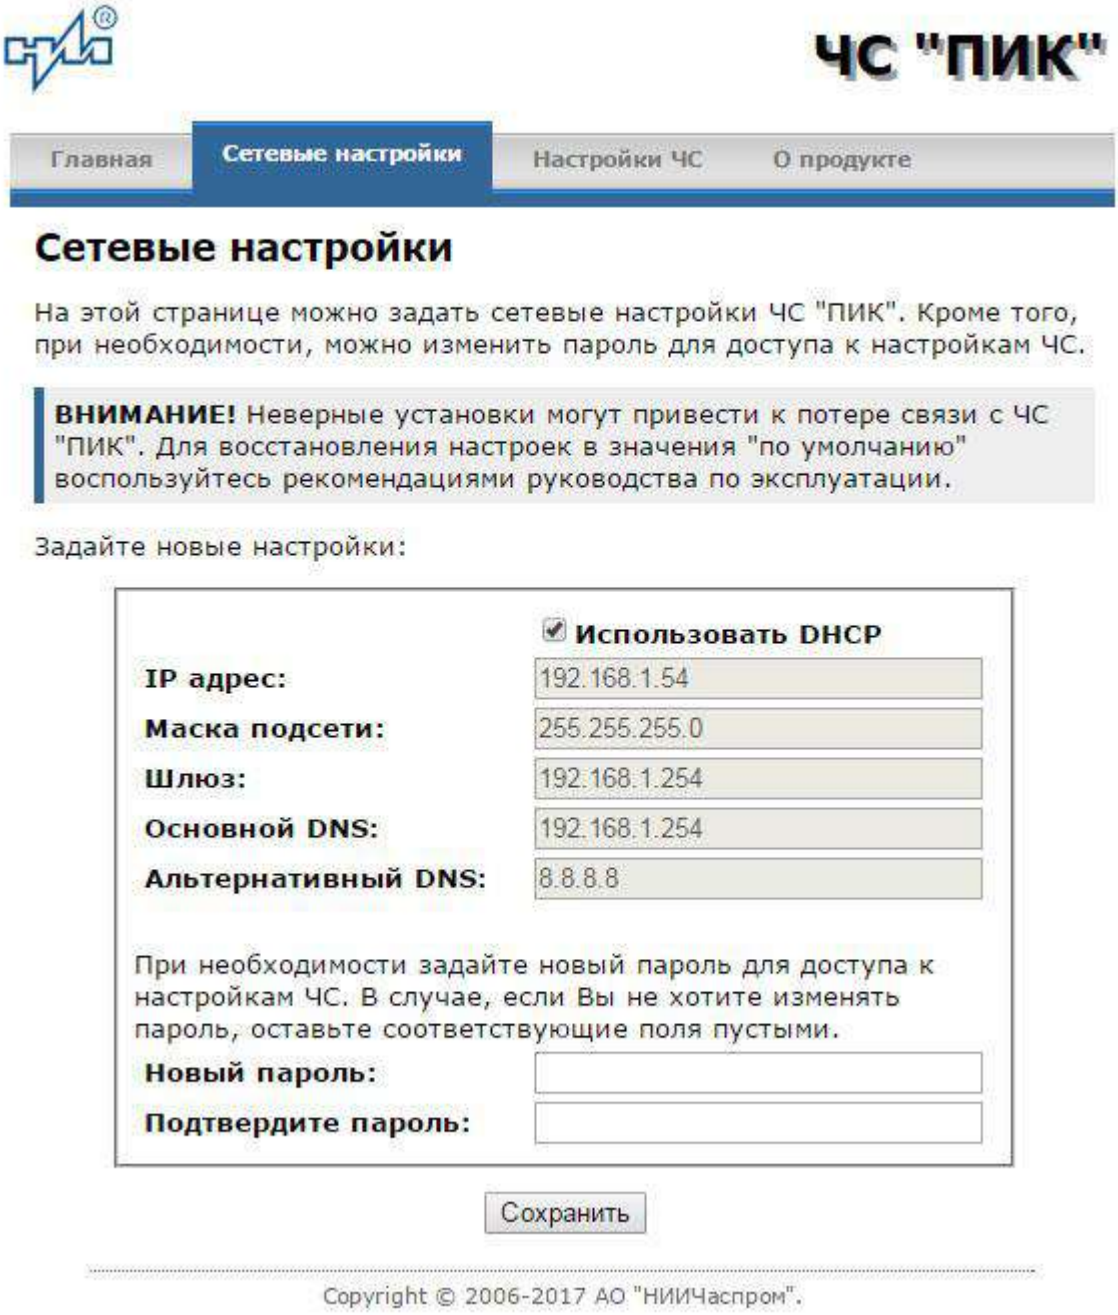

Рисунок 2
6.3 Для получения доступа к сетевым настройкам станции нажмите на ссылку «Сетевые настройки» и введите в появившемся диалоговом окне имя пользователя и пароль для доступа к настройкам. Если имя и пароль верны, откроется страница с сетевыми настройками (рис.2).